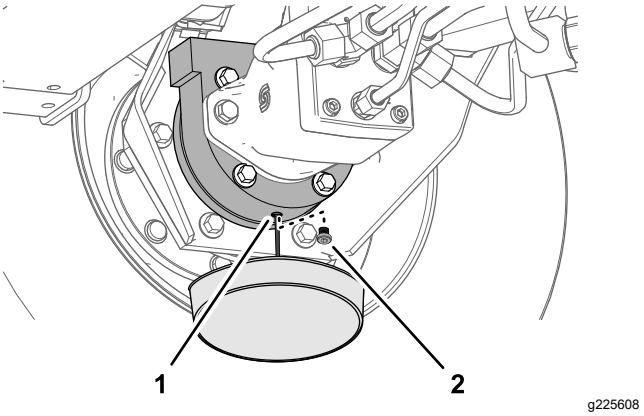

Figuur 103
6. Plaats een opvangbak onder de remkast, verwijder de aftapplug en laat al de olie in de bak lopen (Figuur 103).